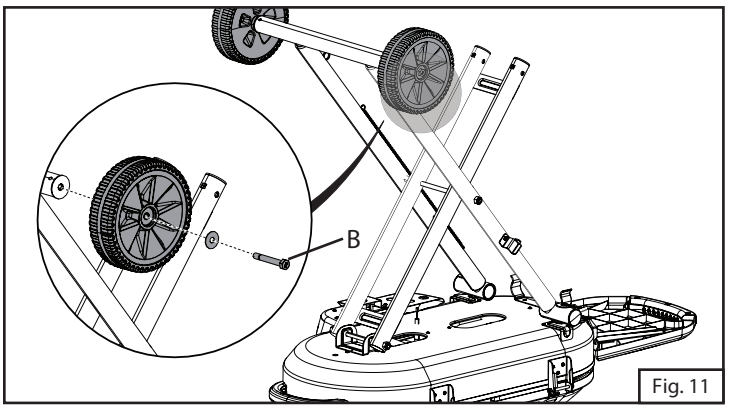

Fig. 11
10. Fixer chaque roulette à l'axe à l'aide d'un boulon et d'une rondelle. (Fig. 11)